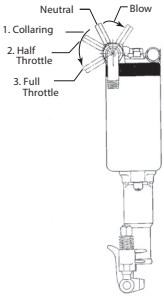

Figure 1. (Dwg. 16578304)
- The jackhamer is controlled by moving the lever as shown in Figure 1.